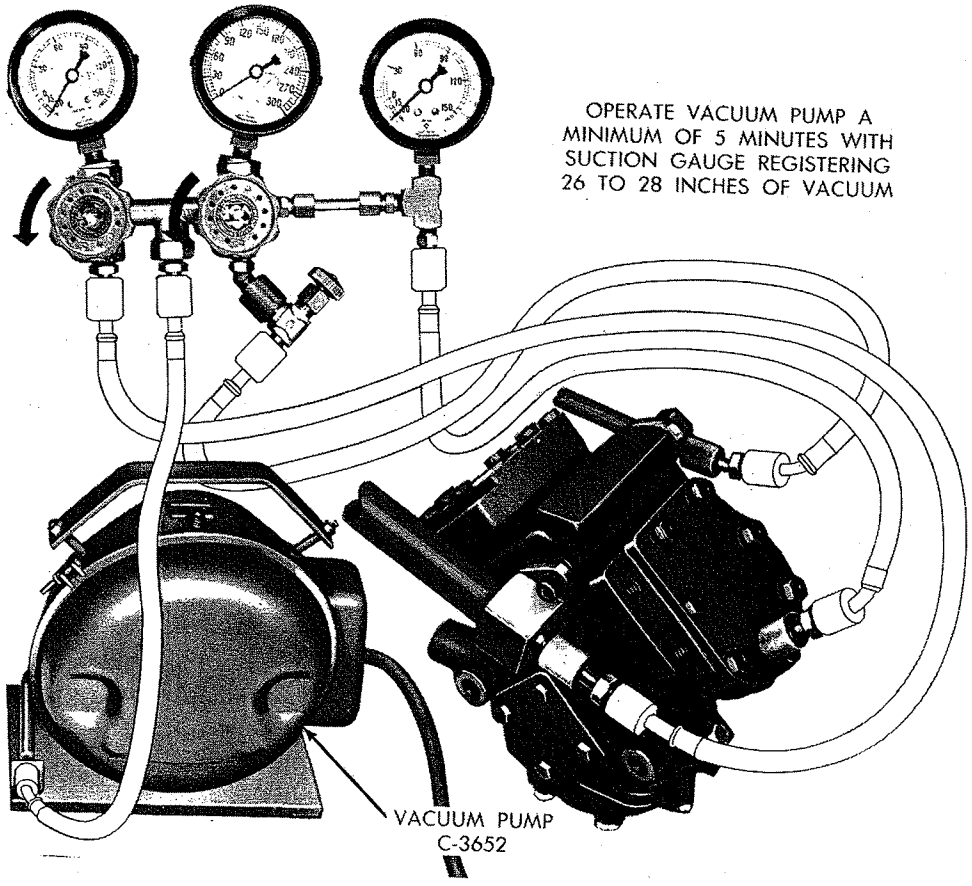

*Fig. 87—Evacuating the System (Fury Installations)*
(1) Connect gauge set manifold to compressor and long test hose from gauge set manifold center connection to vacuum pump, Tool C-3652, as shown in Figure 87 and 88.
(2) Open both gauge set manifold valves, and the needle valve.
(3) Start the vacuum pump and operate until the evaporator suction gauge registers at least 26 inches of vacuum. If system is tight and pump in good condition, vacuum will go as low as 28 inches.
(4) Allow vacuum pump to operate with the suction gauge registering 26 to 28 inches of vacuum for a minimum of five minutes.
(5) Close both gauge set manifold valves, turn off vacuum pump and remove test hose from vacuum pump. Leave gauge set manifold connected to compressor. Charge system with proper amount of Refrigerant 12.